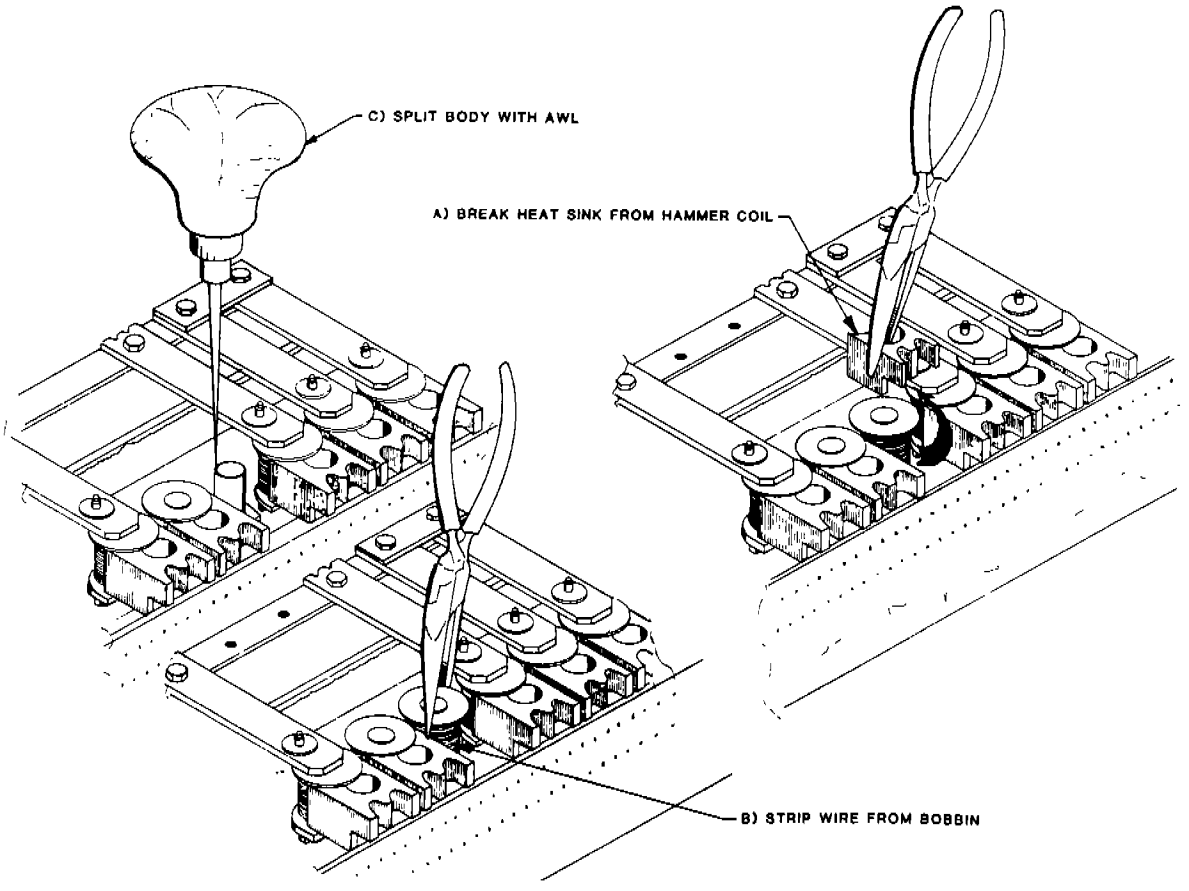

FIGURE 3-12.
3. Break off the hammer coil heat sink (Figure 3-12). Strip off the top of the coil and the wires from the bobbin.